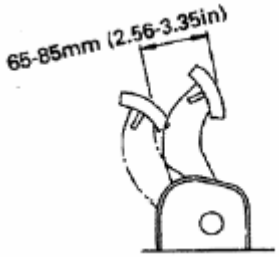

Рисунок 2-8
9.Проверка хода педали тормоза (рисунок 2-8)